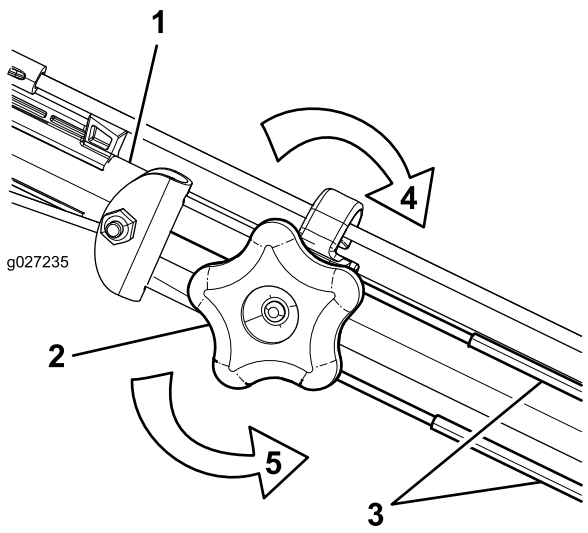

Figuur 36
1. Draai de stelknop linksom om het afstelmechanisme van de kabel los te zetten (Figuur 36).
2. Stel de kabelspanning af (Figuur 36) door de kabels naar achteren of naar voren te bewegen en ze in deze positie te houden.